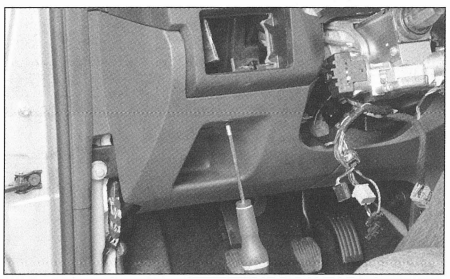

FIG. 40
- la tapa inferior de columna de dirección **(fig. 40)**.